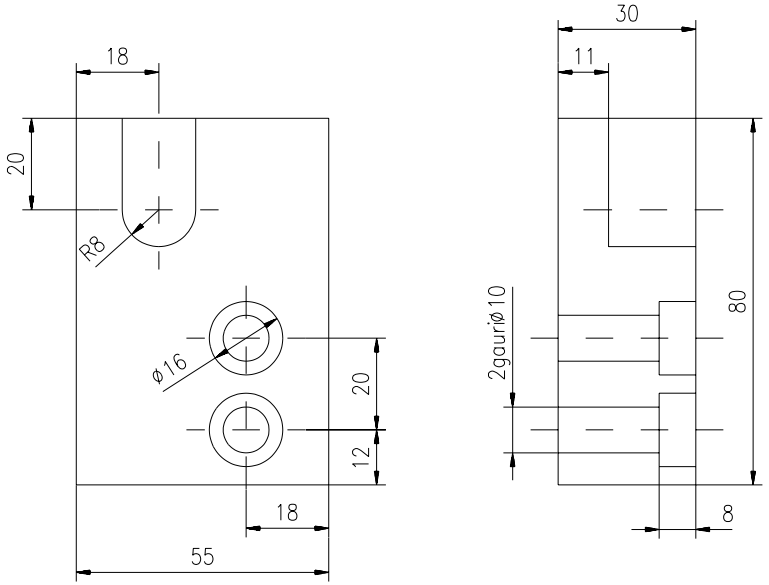

Fig. 6.15
7. Cotarea piesei pe cele două proiecții. Schimbarea tipului de linie al axelor de simetrie folosind comanda **CHPROP** şi opțiunea ”LType” (fig. 6.15).